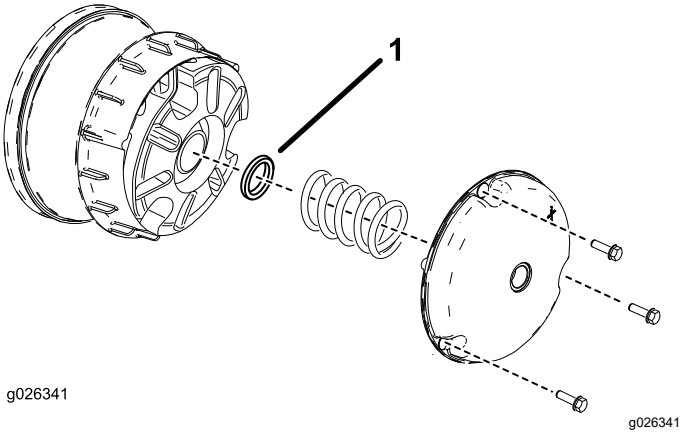

Rysunek 62
2. Wykręć śruby mocujące pokrywę sprzęgła pierwotnego, jak pokazano na rysunku Rysunek 62.